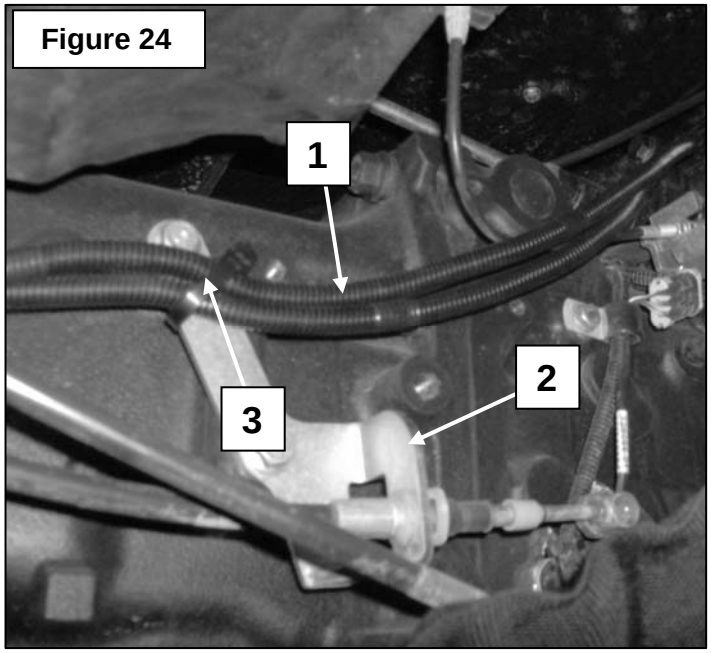

Figure 24
11. **Figure 24:** Run the harness tractor side (item 1) under the tractor where illustrated and secure to safe places (item 2), away from tractor moving parts, with a tie wrap (item 3). Bring the harness to the back of the tractor.